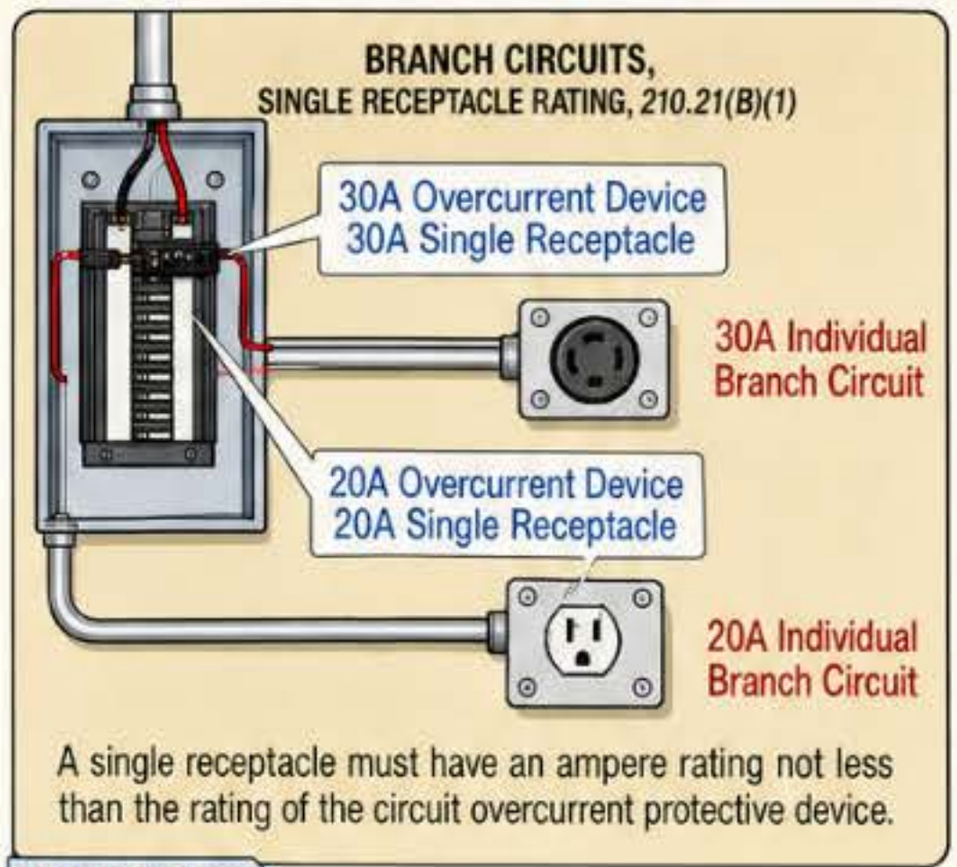

FIGURE 210-69
(1) Single Receptacle. A single receptacle must have an ampere rating of not less than the rating of the circuit overcurrent protective device. **Figure 210-69**